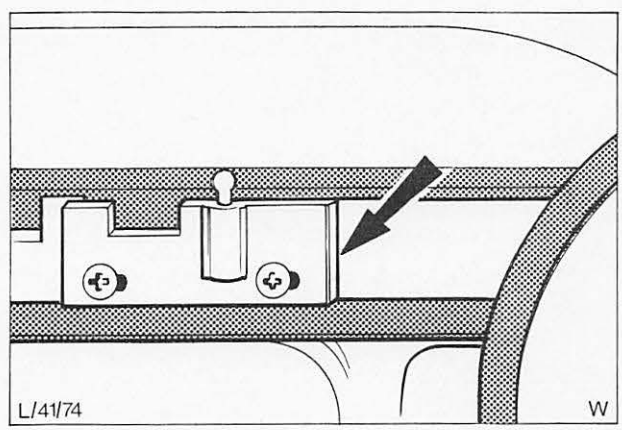

Abb. 17 Führungszapfen – Stahlkurbeldach (Pfeil)
1. Kurbeldach öffnen und Lage der beiden Führungszapfen (einer pro Seite) markieren, Abb. 17.